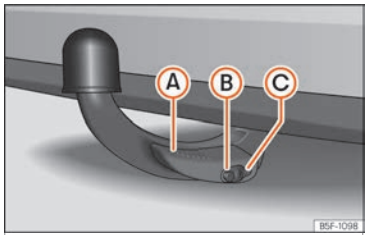

Fig. 258 Esfera desmontável corretamente fixa
- A alavanca Ⓐ **››› Fig. 258** está totalmente levantada.
- O perno de desbloqueio Ⓑ **››› Fig. 258** sobressai completamente (a parte vermelha e verde está visível).
- A tampa Ⓒ **››› Fig. 258** está colocada sobre a fechadura.